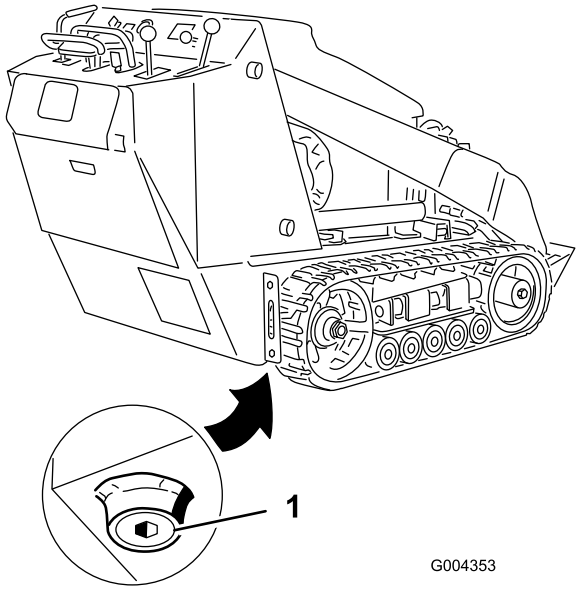

Rysunek 35
4. Wykręć korek spustowy (Rysunek 35).